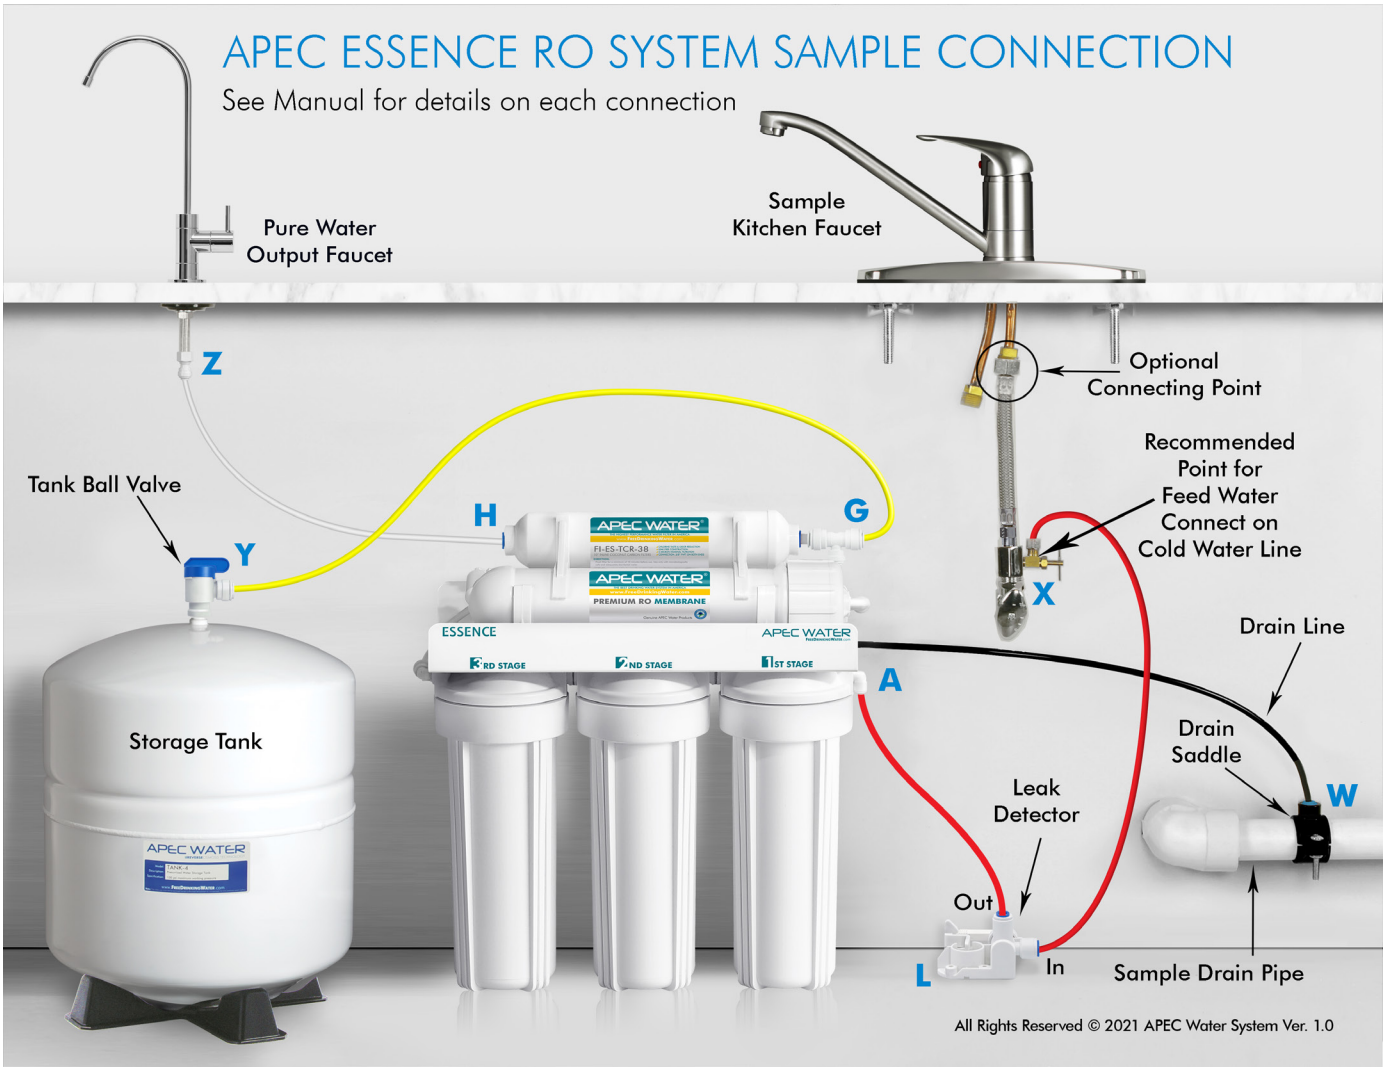
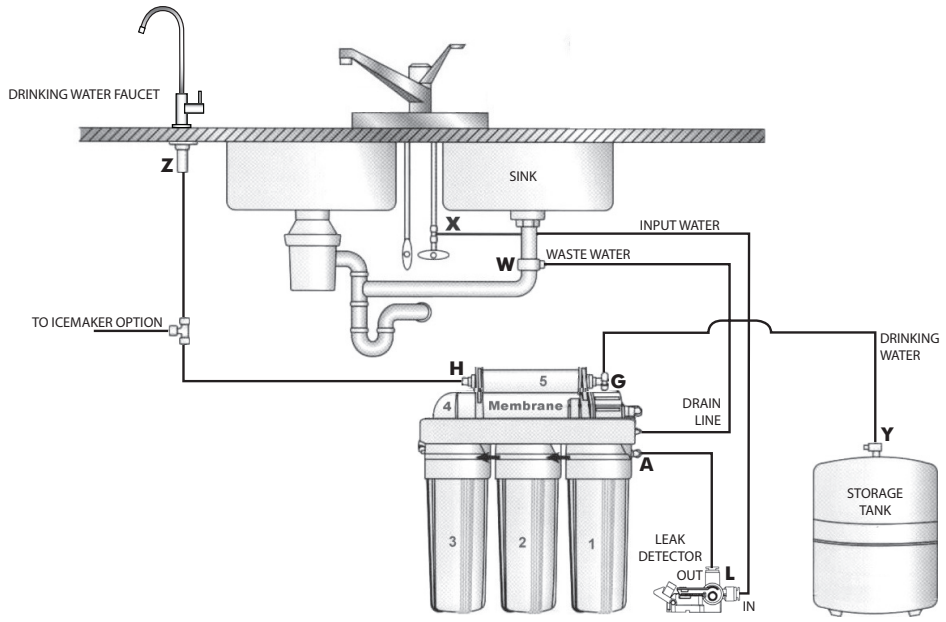

Fig. 11
Fig. 11A
There are 4 connections: See **Fig. 11 & Fig. 11A.**
To ensure a smooth and correct installation, please connect the water lines **following the sequence and order** outlined below. Refer to **Fig.11 & 11A** for proper point locations.
4. **Point L to A - System water inlet to Leak Detector (To Stage 1 pre-filter) connection See Fig 11(Page 13):**